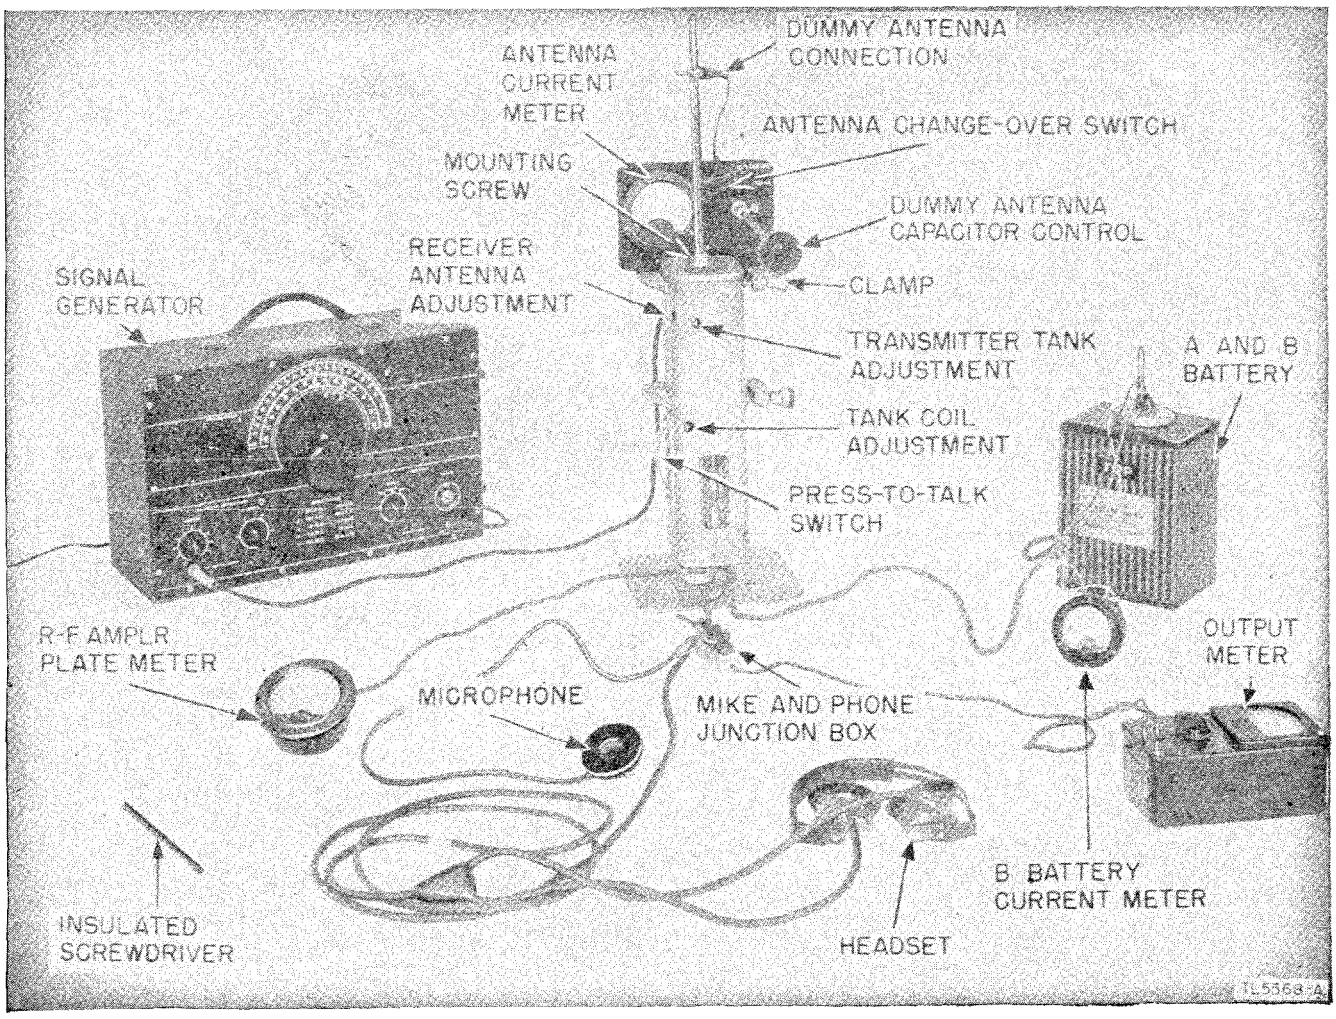

Figure 56. Test Equipment I–15–A, set up.
(1) The resistance of the voltmeter on any range can always be calculated by the following simple rule: Resistance of the voltmeter equals the ohms per volt multiplied by the full-scale range in volts. For example: The resistance of a 1,000-ohm-per-volt meter on the 300-volt range is 300,000 ohms (R=1,000 ohms-per-volt times 300 volts=300,000 ohms).
(2) To minimize the voltmeter loading in high-resistance circuits, use the highest voltmeter range. Although only a small deflection will be obtained (possibly only 5 divisions on a 100-division scale), the accuracy of the voltage measurement will be increased. The decreased loading of the voltmeter will more than compensate for the inaccuracy which results from reading only a small deflection on the scale of the voltmeter.
(3) When a voltmeter is loading a circuit, the effect can always be noted by comparing the voltage reading on two successive ranges. If the voltage readings on the two ranges do not agree, voltmeter loading is excessive. The reading (not the deflection) on the highest range will be greater than that on the lowest range. If the voltmeter is loading the circuit heavily, the deflection of the pointer will remain nearly the same when the voltmeter is shifted from one range to another.
(4) The ohm-per-volt sensitivity of the voltmeter used to obtain the readings recorded on the voltage and resistance charts in this manual is printed on each chart. Use a meter having the same ohm-per-volt sensitivity; otherwise it will be necessary to consider the effect of loading.
b. Components. Test Equipment IE–15–A consists of the following components (fig. 56):
79. Test Case CS-81-( ) (figs. 56 and 59)